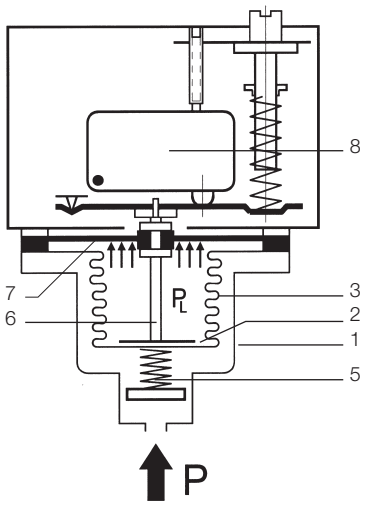

Fig. 1
a) By a self monitoring pressure sensor which is designed so that a breakage in the mechanical part of the measuring element leads to cut-off to the safe side (see Fig. 1)
Fig. 1 is a crosssectional diagram of a pressure sensor which fulfils the "special construction" requirements. The measuring chamber is bordered by the housing (1), base (2) and measuring bellows (3). All parts are made of stainless steel and are welded together without filler metals. When the pressure rises the measuring bellows (3) moves upwards, supported by the back pressure spring (5). The setpoint spring installed in the switching device acts as a counter force. A transfer bolt (6) which transfers the pressuredependent movements of the measuring bellows (3) to the switching device located above is placed on the inside of the base. A plastic diaphragm (7), which is not in contact with the medium and in normal operation follows the movements of the measuring bellows but itself has no influence on the position of the bellows, is clamped in the upper part of the transfer bolt. On breakage of the measuring bellows (3), the medium can escape into the interior of the bellows. The medium pressure is now on the underside of the diaphragm (PL). An additional force is generated because of the far larger effective area of the diaphragm compared with the bellows, and this pushes the transfer bolt (6) upwards. This results in cut-off to the safe side. The cut-off condition thus achieved is normally interlocked electrically or mechanically, so that the system also remains cut off when the pressure drops again. The plastic diaphragm (7) is not a pressure-bearing part; it has no function in normal operation and is effective only if a leakage occurs to the measuring bellows. Safety diaphragms of the described design are permissible up to 32 bar. This should be sufficient for most applications.